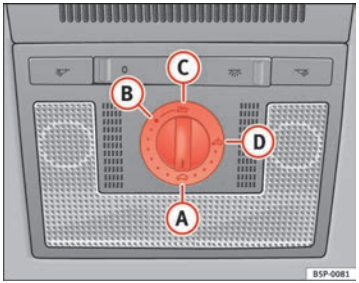

Fig. 70 Roof lining description: rotary sun roof control / deflector
– Turn the rotary button to position (A) ⇒ fig. 70 ⇒ ⚠.